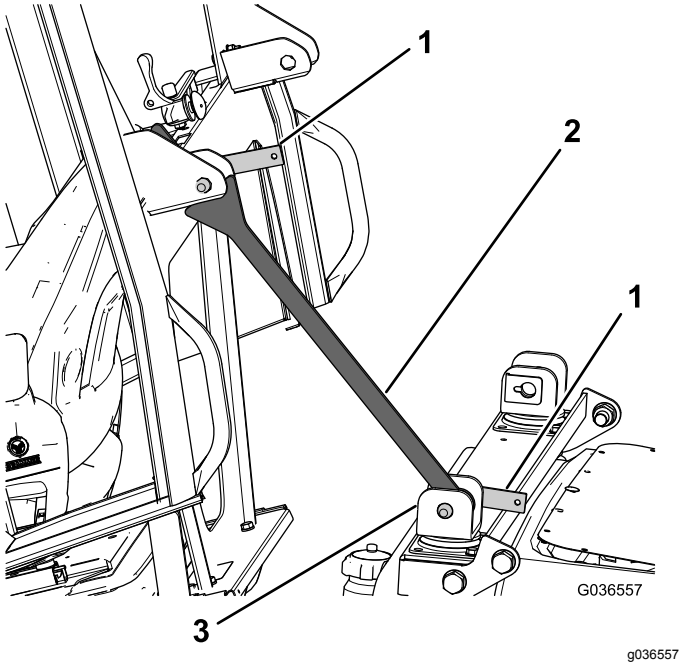

Figur 22
C. Når sikkerhedsstøttebeslaget er fastgjort, drejes tværbjælkebeslaget mod førerhuset, så det hviler mod beslaget på førerhusets bagende (Figur 22).
D. Indsæt det resterende låsegreb gennem topbeslaget for at sørge for, at sikkerhedsstøttebeslaget bliver på sin plads (Figur 22).